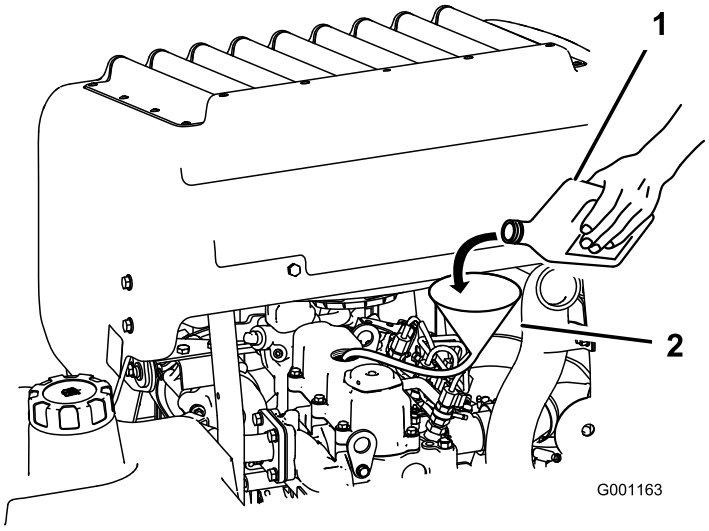

Figur 44
3. Der kan hældes olie på motoren ved hjælp af en slange og en tragt (Figur 44).